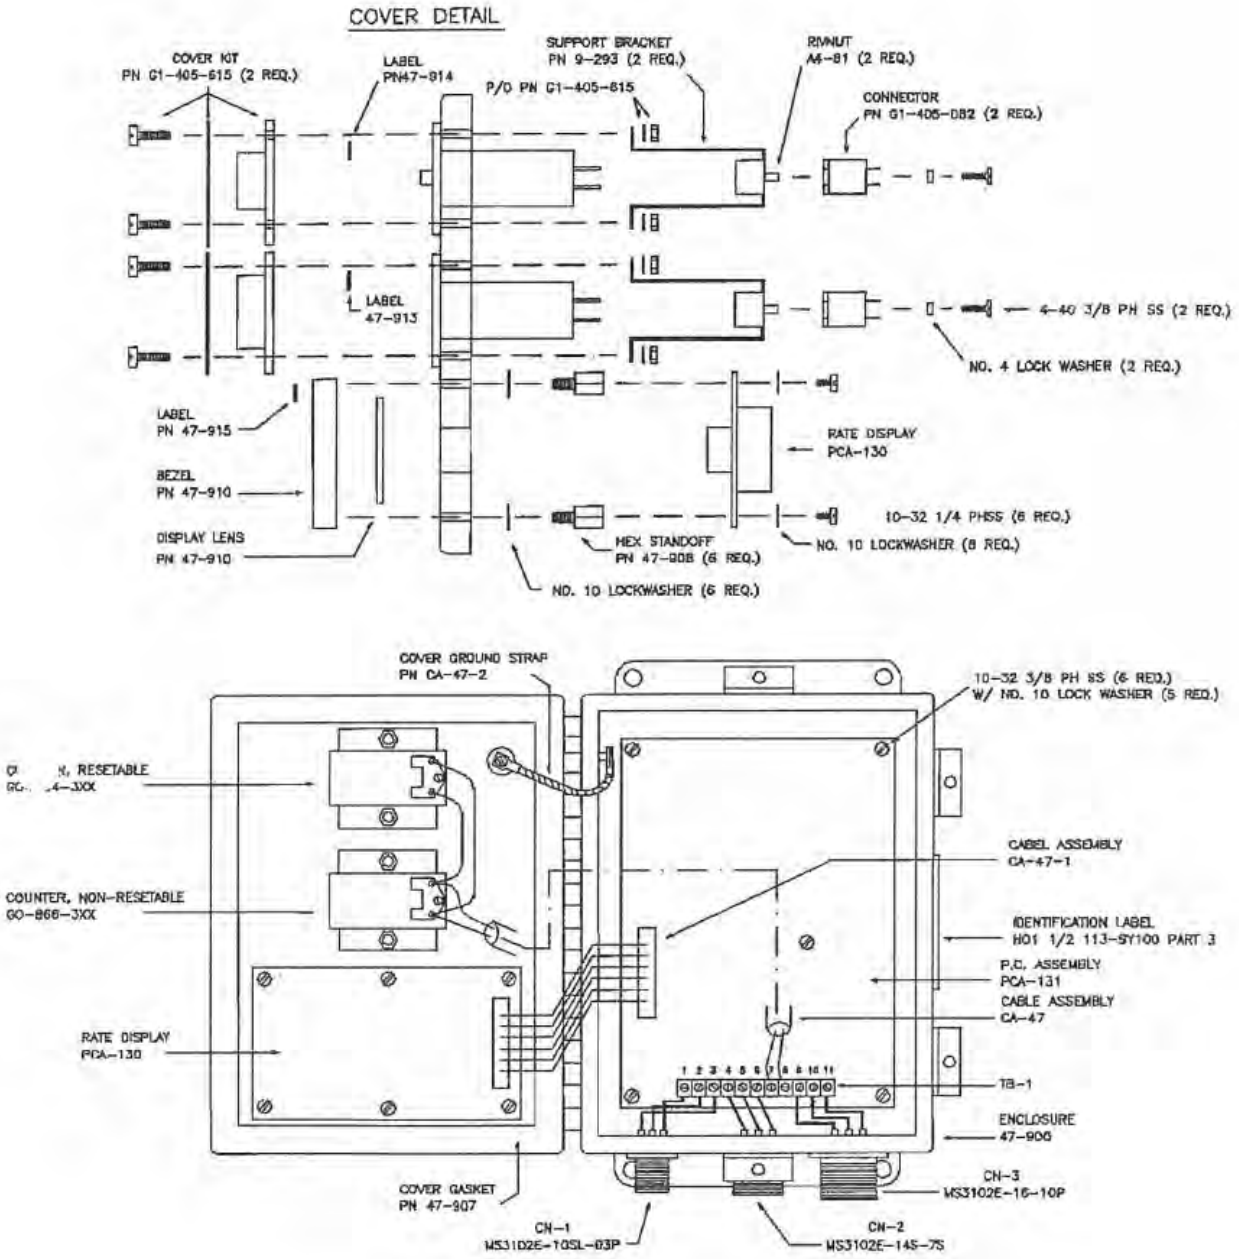

FIGURE 5-3 47-SY100 ELECTRONICS UNIT
3. Connect the digital multimeter to TPDC (negative) and TPI (positive). A voltage of +5.0 volts +/-0.5 volts should be measured. Absence of this voltage indicates failure of the PCA-131 printed circuit assembly. Refer to figure 5-3 for removal.